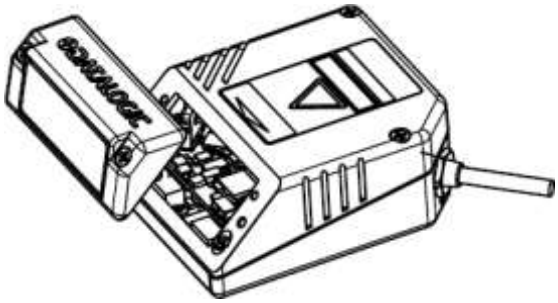

Figure 32 – Remove Scanning Window
2) Remove the scanning window from the scanner (see Figure 32).